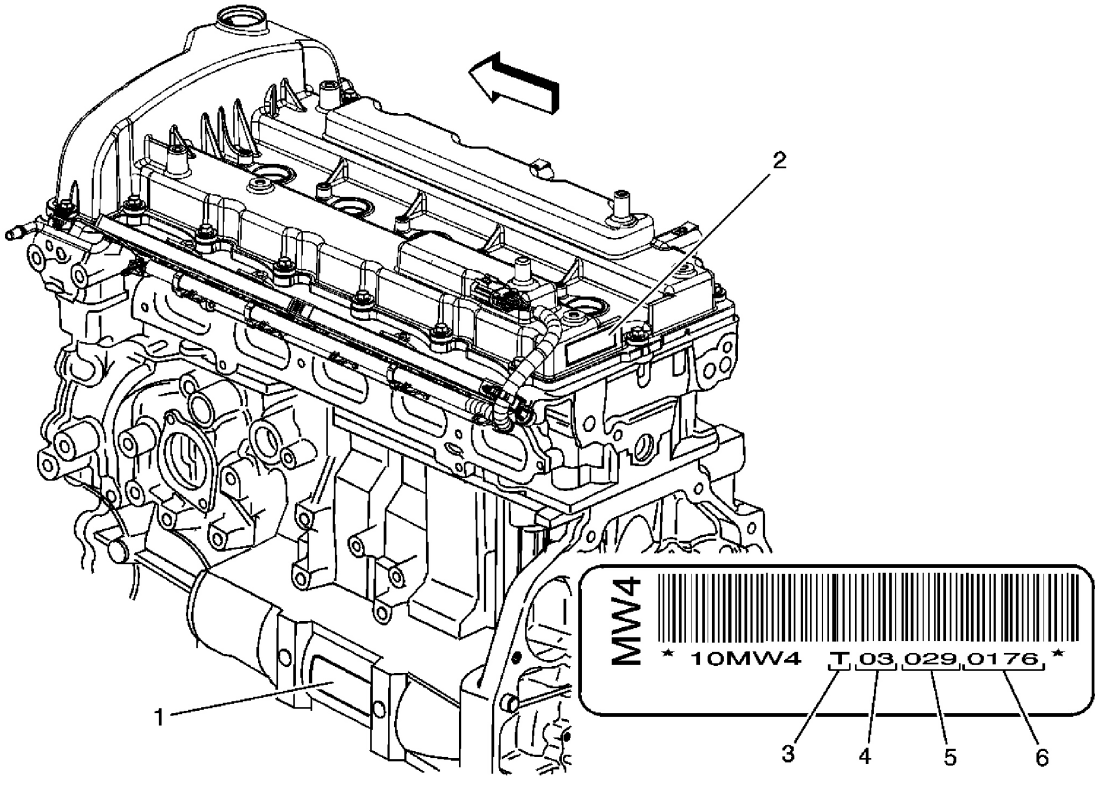

**Fig. 22: Tag Locating Engine ID**
**Llamadas con respecto a la Fig. 22**